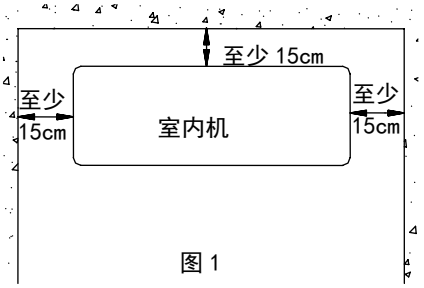

图 1
7. 室内机距地板高度大于 2 米。要确保图 1 所要求的距离。